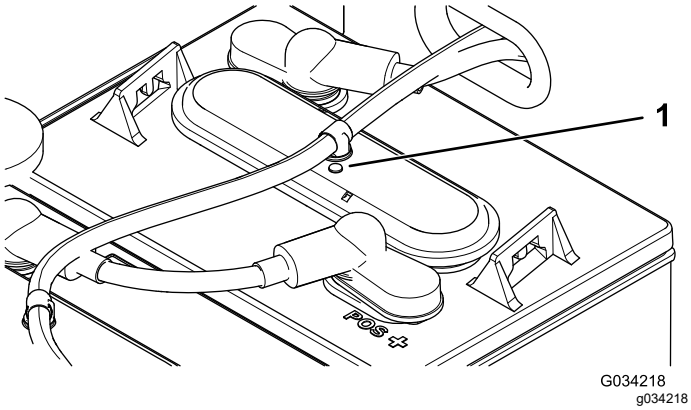

Figur 37
3. Kontroller øjerne på hver af batterierne for at se, om de er enten sorte eller hvide (Figur 37).